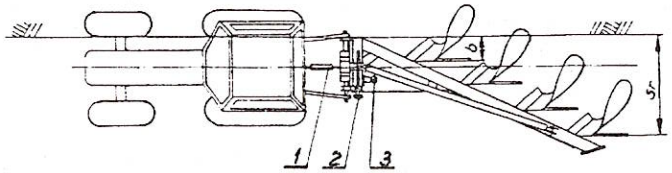

Rys. 6 Wstępna regulacja pługa.
- sprawdź wstępne wypoziomowanie pługa w kierunku podłużnym. Regulacji dokonuje się za pomocą górnego łącznika ciągnika **(poz. 1 Rys.6).**
- opuść pług nie opierając go całym ciężarem o podłoże. Śrubą regulacji poprzecznej **(poz. 2 Rys.6)** przesuwając ramę względem wieszaka ustaw szerokość pierwszego korpusu (odległość od ściany wewnętrznej opony do linii płozu pierwszego korpusu);